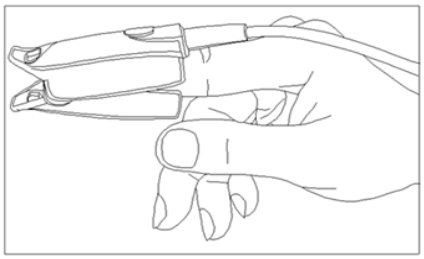

Figura 1 Sonda con clip da dito
6. Per la sonda SpO_2 con clip da dito per adulti, inserire un dito (è preferibile il dito indice, ma il medio o l'anulare con una lunghezza adeguata dell'unghia vanno bene) nella sonda secondo il simbolo sulla clip della sonda, come mostrato nella figura 1.